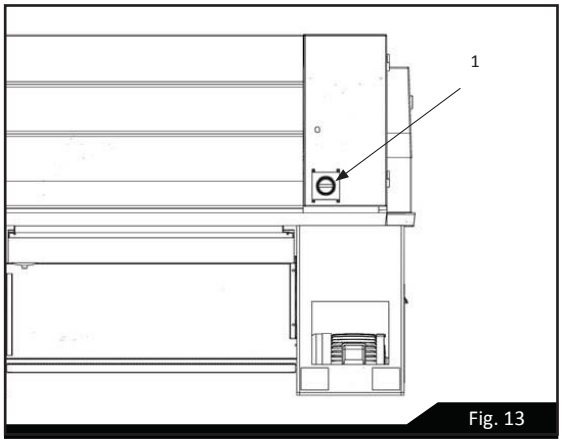

Fig. 13
(1) POWER SWITCH: when the main power switch (1) on the electrical cover is turned on, the pilot lamp (2) glows and the electricity is on. (See Figure 13).
(2) POWER INDICATOR LIGHT: When the power is on, the indicator light glows.
(3) EMERGENCY STOP SWITCH: press the RED mush- room - head button to stop electric power, to stop the main motor and coolant pump.
(4) JOG BUTTON: Press the GREEN button to move spindle slightly, it will make spindle speed selection very easy. (While the spindle roation lever is set in the neutral position).
(5) VARIABLE SPEED SELECTORS: adjusting spindle speed.
(6) Spindle speed chart.
(7) Coolant pump ON/OFF switch.
(8) End cover switch: While operating open end cover door for adjustment or maintenance, it will stop automatically all rotation movements.